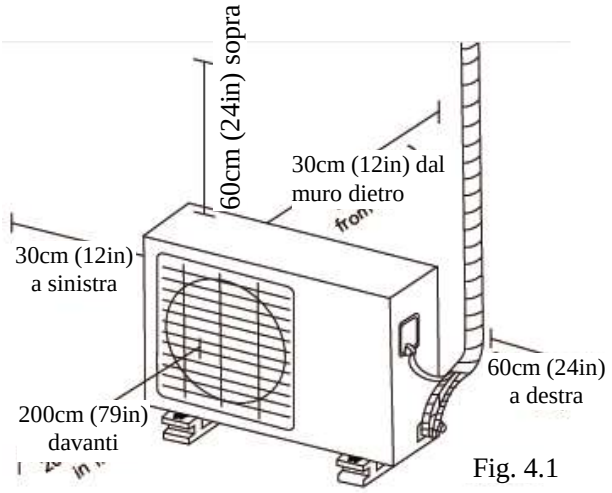

Fig. 4.1
- ☑ Soddisfa tutti i requisiti di spazio mostrati nei Requisiti di Spazio d'Installazione (**Fig. 4.1**)